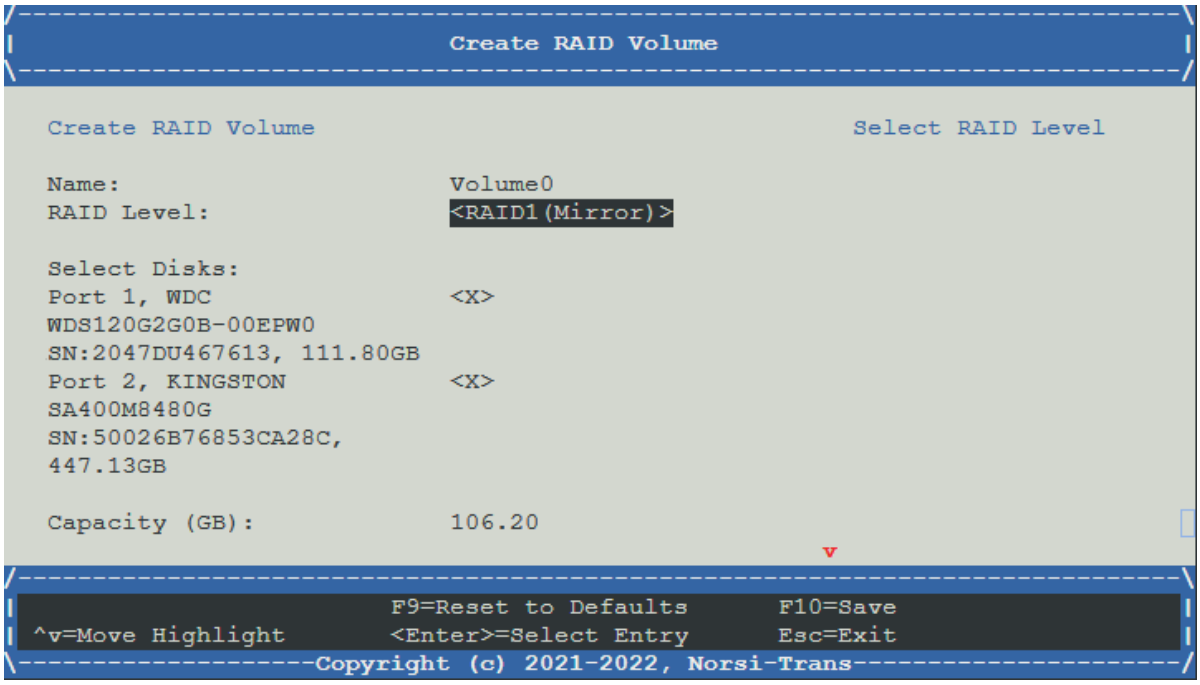

Рис. 62. Меню Create RAID Volume
5) Во вкладке «Create RAID Volume» установите «RAID Level» в состояние <RAID1 (Mirror)>. Окно показано на рис. 62 Меню Create RAID Volume.